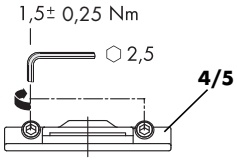

Fig. 3
③ Insert top hinge block (**4/5**) into the frame groove and position according to measurements (see Fig. 1) and clamp using grub screws without any ends protruding (see Fig. 3) (torque 1.5 ± 0.25 Nm).